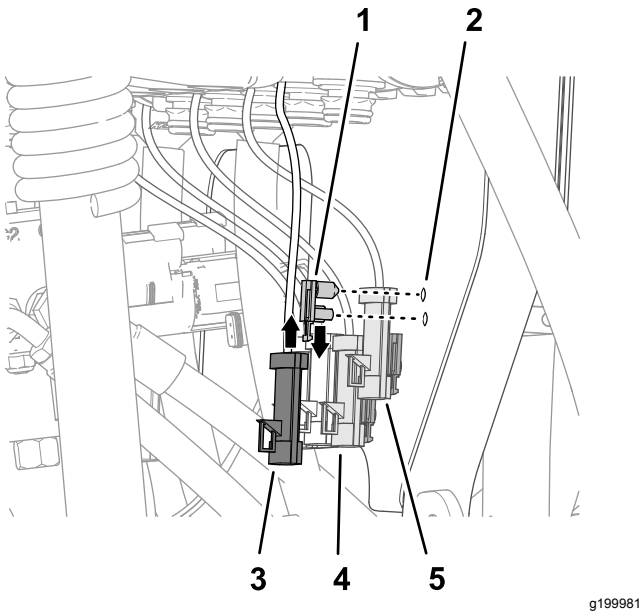

Figur 113
1. Monter stikforankringens skubbefastgørelsesanordninger i ventilbeslagets huller (Figur 113).